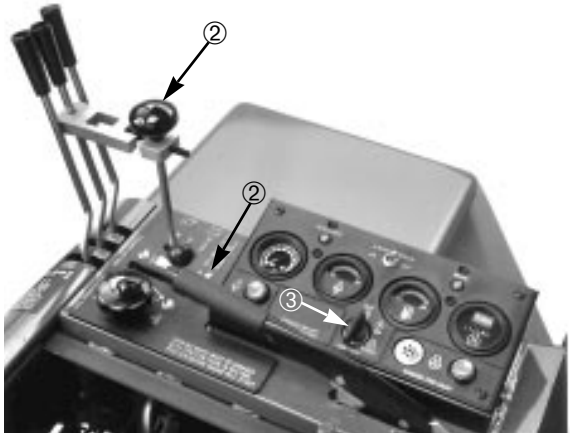

Figure 14
2. Prendre place sur le siège et serrer le frein de parking (Fig. 14). Tourner la clé et essayer de démarrer le moteur en plaçant le levier de tonte/rodage (Fig. 14) en positions MOW (TONTE) et BACKLAP (RODAGE). Si le moteur se lance, alors un dysfonctionnement est présent et doit être réparé immédiatement. Dans le cas contraire, la commande d'entraînement de coupe fonctionne correctement.
3. Prendre place sur le siège et desserrer le frein de parking (Fig. 14). Tourner la clé et essayer de démarrer le moteur en plaçant le levier de tonte/rodage (Fig. 14) en position STOP. Si le moteur se lance, alors un dysfonctionnement est présent et doit être réparé immédiatement. Dans le cas contraire, la commande de frein fonctionne correctement.
4. Serrer le frein de parking (Fig. 14), démarrer le moteur et abaisser les unités de coupe. Déplacer le levier de tonte/rodage (Fig. 14) en position MOW. Se soulever du siège: le moteur doit s'arrêter dans les secondes qui suivent. Se soulever à nouveau du siège quand le levier en est en position BACKLAP. Le moteur doit s'arrêter, ce qui indique que le système de sécurité fonctionne correctement. Si le moteur continue de tourner, il existe un dysfonctionnement qui doit être réparé immédiatement.